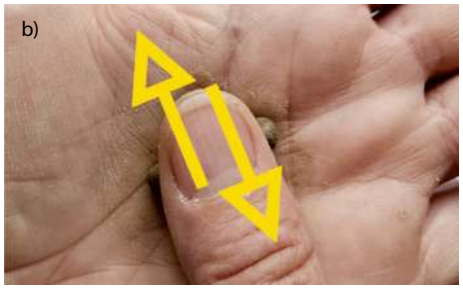

Rys. 7. Konsystencja zwarta
- zwarty – „grunt daje się lekko odkształcić za pomocą kciuka, z gruntu można uformować kulkę, podczas wałeczkowania próbka rozpada się i pęka, ale ponownie można z niej uformować kulkę" (rys. 7),